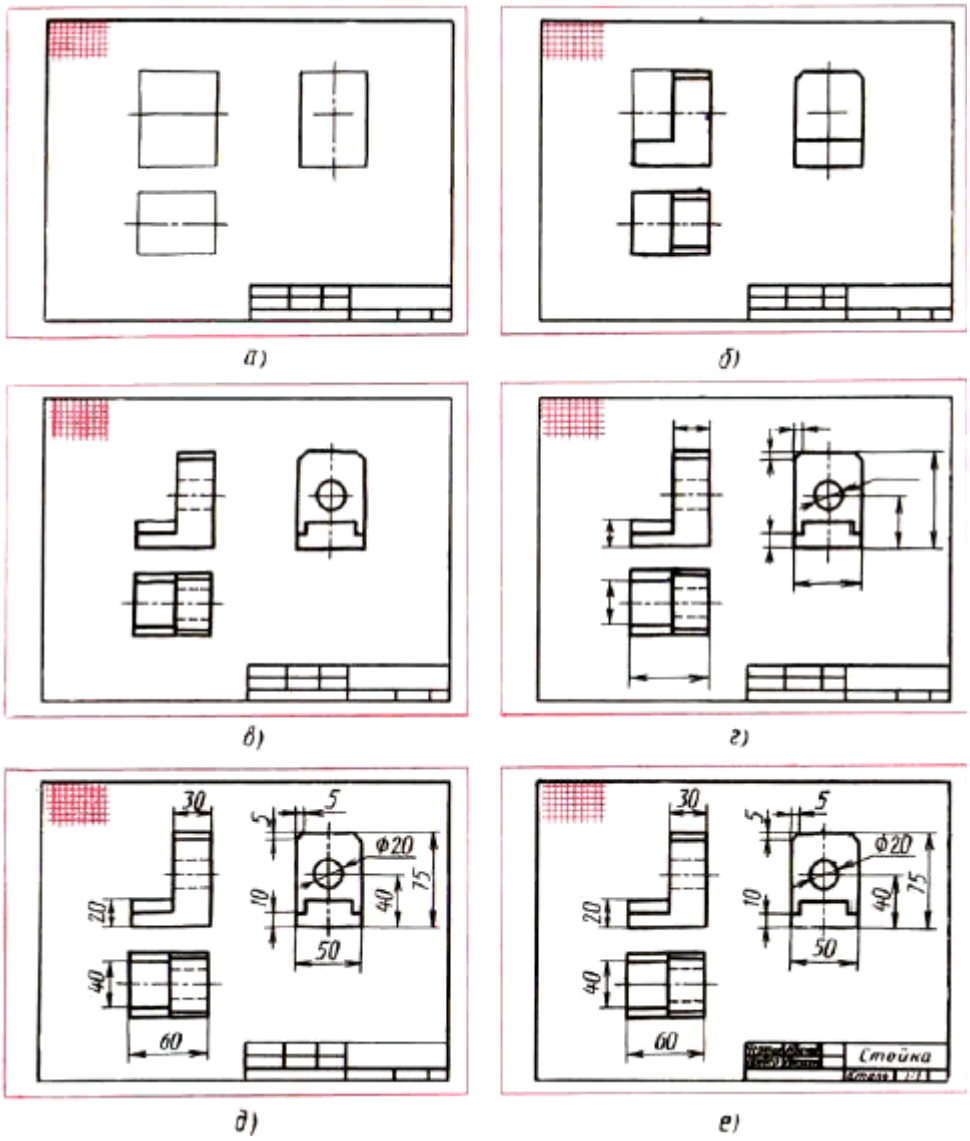

Рис. 14.1 Последовательность выполнения эскиза
Строят изображения детали на эскизе в такой последовательности (рис. 14.1):
2. Определяют, как лучше разместить изображения на поле чертежа, и вычерчивают тонкими линиями габаритные прямоугольники. При необходимости проводят осевые и центровые линии (рис. 14.1, а).
3. Наносят на видах внешние (видимые) контуры детали (рис. 14.1. б).
4. Штриховыми линиями изображают невидимые части и элементы детали (рис. 14.1, в). Обводят эскиз.
5. Наносят выносные и размерные линии (рис. 14.1, г).
6. Обмеряют деталь, наносят размерные числа и в случае необходимости надписи (рис. 14.1, д).
7. Заполняют основную надпись (рис. 14.1. в), где указывают название детали, материал, из которого она изготовлена.